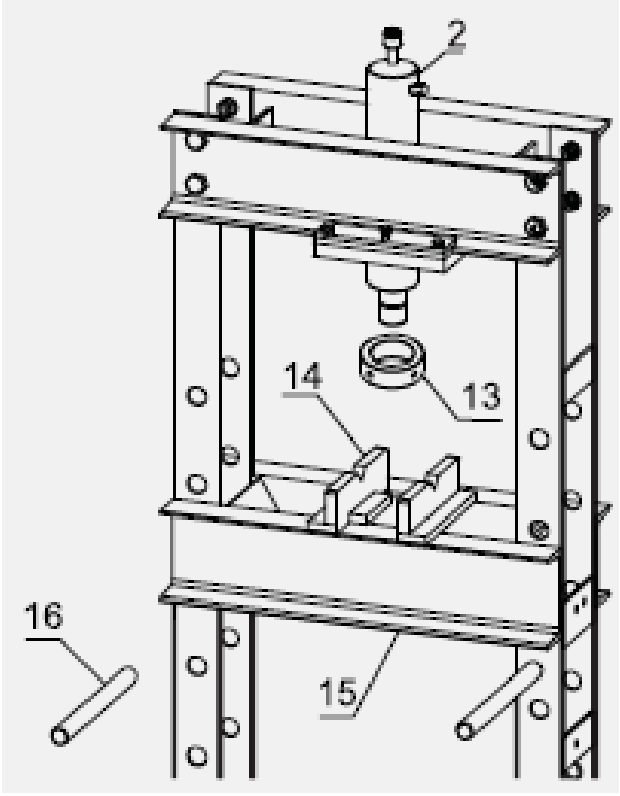

Рис. 4
5. Прикрепите толкатель (2) с помощью большой гайки (13). Вставьте опорные штифты (16) в отверстия в стойках рамы. Наклоните стол пресса (15), чтобы направляющие стола располагались на стойках рамы, затем опустите на место, так чтобы стол пресса лежал на опорных штифтах. Затем наденьте оправки (14) на стол пресса. См. рисунок 4.